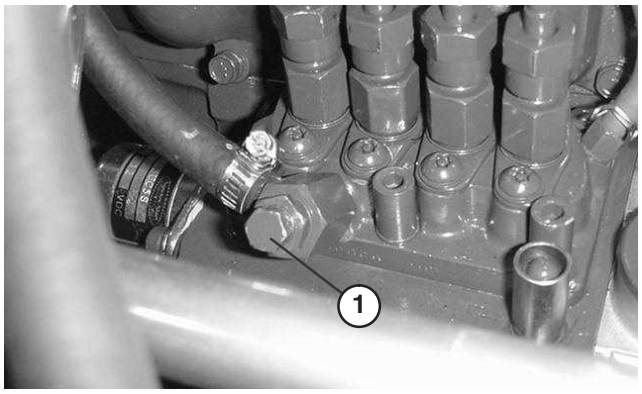

Bild 28
5. Öffnen Sie die Entlüftungsschraube an der Kraftstoffeinspritzpumpe (Bild 28).